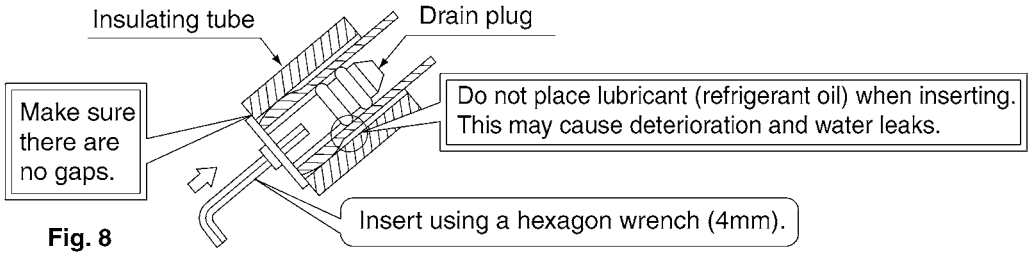

Fig. 8
- Remove the drain plug, the insulation tubing, and the drain hose from the drain pan and replace. **(Refer to Fig. 8)**
- Connect the local refrigerant piping ahead of time, matching it to the liquid pipe and gas pipe marks engraved on the installation panel (1).